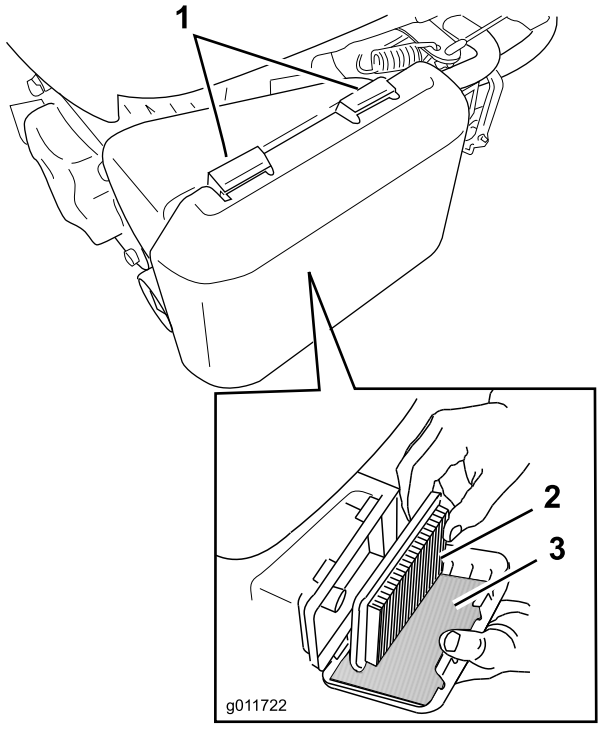

Figure 20
1. Appuyez sur les languettes de verrouillage en haut du couvercle du filtre à air (Figure 20).
3. Retirez l'élément en papier et le préfiltre en mousse (Figure 20).